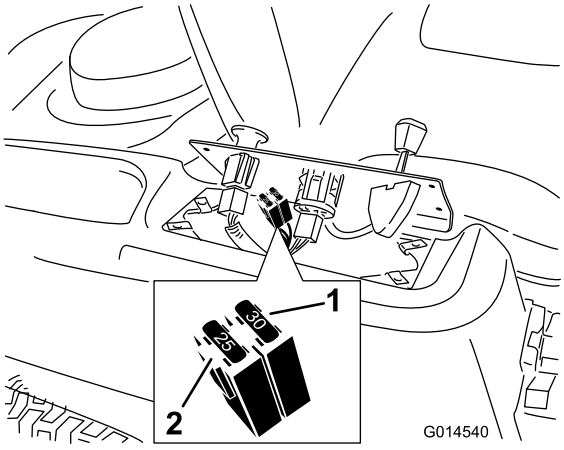

Figur 44
2. Løft kontrolpanelet op for at få adgang til hovedledningsnettet og sikringsblokken (Figur 44).
3. En sikring udskiftes ved at trække den ud af sikringsdåsen (Figur 44).